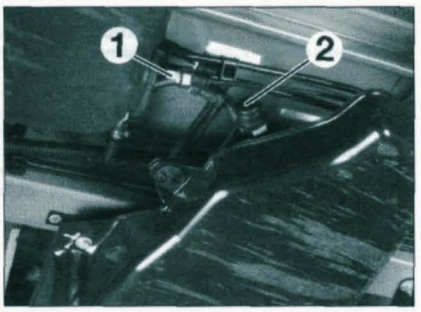

FIGURE 1-18
- le tuyau de mise à l'air libre du réservoir d'additif (1) **(figure 1-18)**.
• Brancher le raccord encliquetable du tuyau de remplissage (fourni dans le kit) sur l'encliquetable (1) du tuyau de mise à l'air libre du réservoir d'additif **(figure 1-18)**.
• Déposer le bouchon de trop plein (2) du réservoir d'additif (EOLYS DPX 42 jusqu'au N° de DAM 9491) **(figure 1-18)**.